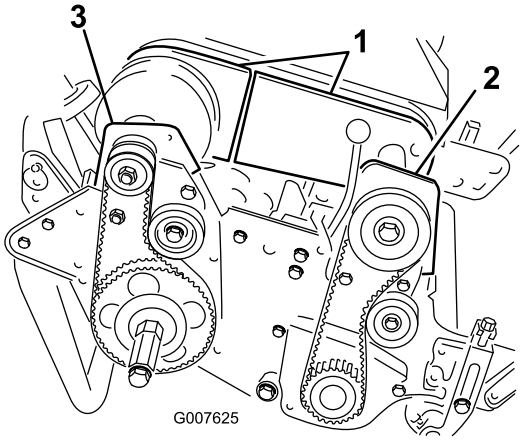

Figur 42
4. Fjern boltene som fester den fremre og bakre delen av differensialdekselet til differensialhuset, og skyv dekseldelene bort for å få tilgang til remmen (Figur 42).
6. Fjern de to boltene som fester det fremre clutchhuset til sideplaten (Figur 42).
8. Fjern de to boltene og låsemutterene som fester det høyre bakre lagerhuset til sideplaten (Figur 42).